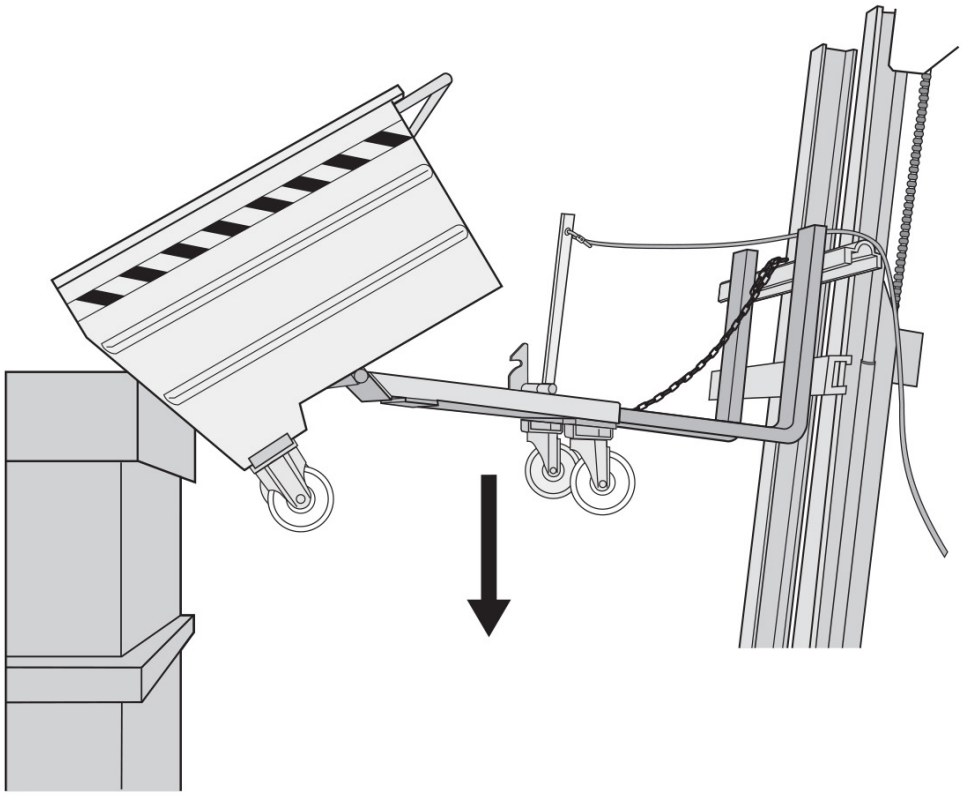

Abb.6.1.7
• der sich automatisch horizontal ausrichtet und mechanisch verriegelt (**Abb. 6.1.7/8**).
• 6.1.11 Slowly lower the forks in arder to tum the container which automatically is positioned horizontally and re-engages the mechanical stop (fig. 6.1.7/8).